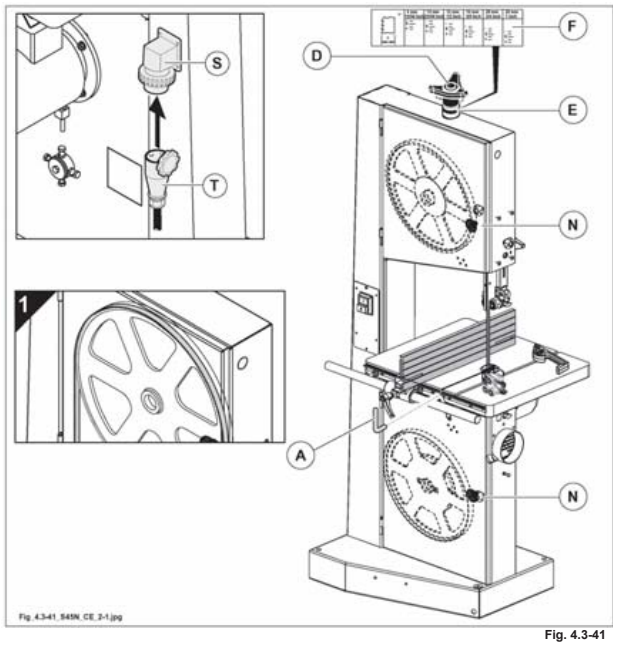

Fig. 4.3-41
- aprire gli sportelli (N fig.4.3-41) di protezione dei volani (l'apertura agisce sui micro che impediscono l'avviamento del motore).
- Togliere il perno (A fig.4.3-41) dal piano sega.
- Allentare completamente la lama agendo sulla manopola (D fig.4.3-41).
- Tendere parzialmente la lama tramite la manopola (D fig.4.3-41); ruotare manualmente i volani fino a quando la lama non ha raggiunto una posizione stabile.
per un corretto funzionamento i denti della lama devono sporgere dal bordo dei volani (vedi "1" fig. 4.3.41).
- Tensionare definitivamente la lama sega fino a portare l'indicatore (E fig.4.3-41) in posizione "0"; scegliere la scala di riferimento (F fig.4.3-41) in base alla larghezza della lama sega.
per motivi di sicurezza è obbligatorio richiudere la protezione (N fig. 4.3-41), altrimenti: